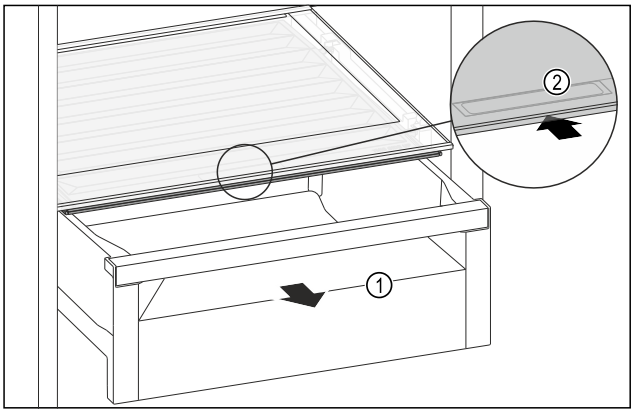

Fig. 185
▶ Pull out the drawer *Fig. 185 (1)*.
▶ Grasp the recessed grip *Fig. 185 (2)* on the compartment lid and push the compartment lid backwards at the same time.